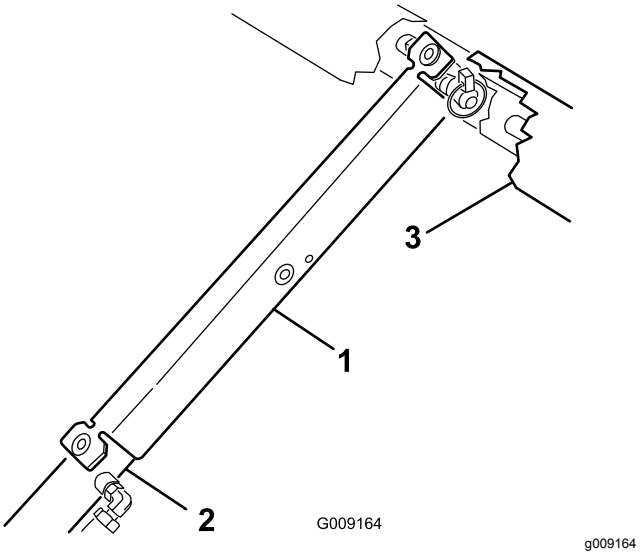

**Figur 79**
8. Skyv støttepilaren for lasteplanet på sylinderstangen. Påse at pilarendene hviler på enden av sylinderløpet og på stangenden på løftesylinderen (Figur 79).